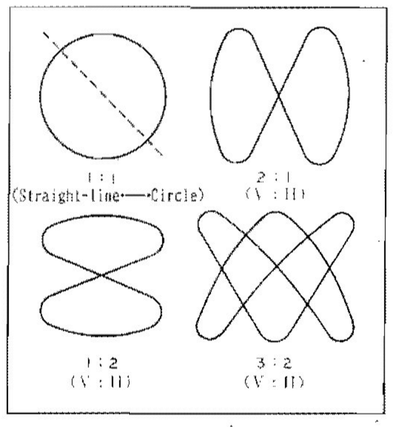

Figure 3 Lissajous' Patterns
Frequency of a signal may be measures using Lissajous' patterns. Set ⑬ to the EXT position, connect a signal generator between ④ and ⑤ and adjust the signal amplitude to approx. 6 divisions. Input a signal of unknown frequency between ③ and ④, and adjust the amplitude displayed on the CRT to approx. 6 divisions. As the frequency of the signal generator is changed gradually, the waveform shown is Figure 3 appearts at a certain point.